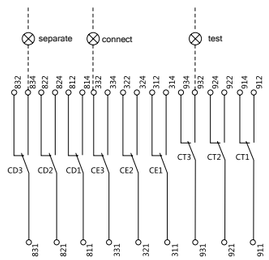

Figure 6
3 CE indication contacts; the 4000 frame can provide 3 CD, 3 CT, and 3 CE; but it needs to be ordered separately, and the numbers are shown in Figure 6.
- When the circuit breaker is in the connected position, see Figure 5 for the wiring diagram (the dotted line is connected by the user); see Figure 6 for multiple groups of three-position indication signals